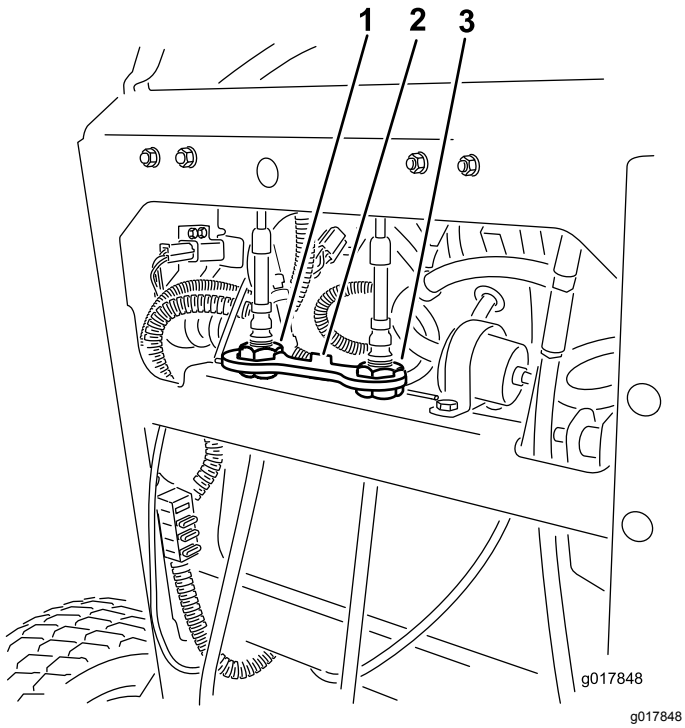

Figur 55
4. Vrid den högra kabeljusteringen för att centrera den högra rörelsereglagespaken i det neutrala låslägesspåret på instrumentpanelen (Figur 55).